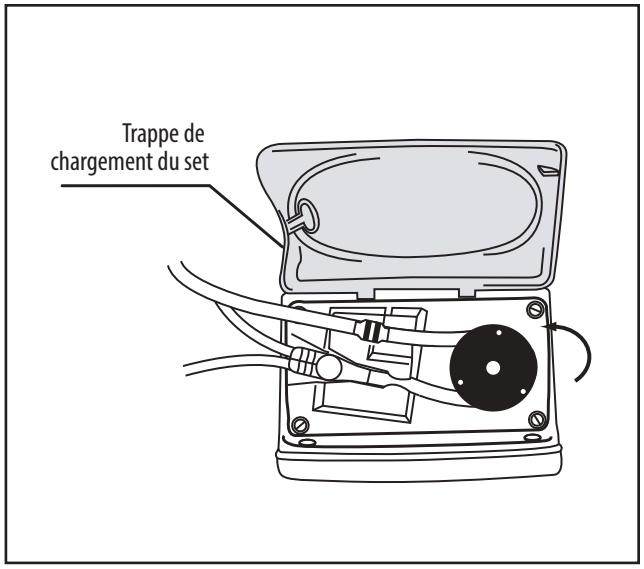

Figure 6B.
3. Saisir l'extrémité du dispositif de retenue MISTIC (bague de retenue noire) et enrouler le tube dans le sens antihoraire autour du rotor. **Éviter de trop étirer le tube en silicone. (Figure 6B).**
4. Tirer délicatement l'extrémité du dispositif de retenue MISTIC vers le haut de manière à le positionner au-dessus de l'encoche à gauche, puis insérer le dispositif de retenue dans l'encoche. Pousser la bague de retenue puis la relâcher afin d'être sûr qu'elle est bien en place. (Figure 6B)